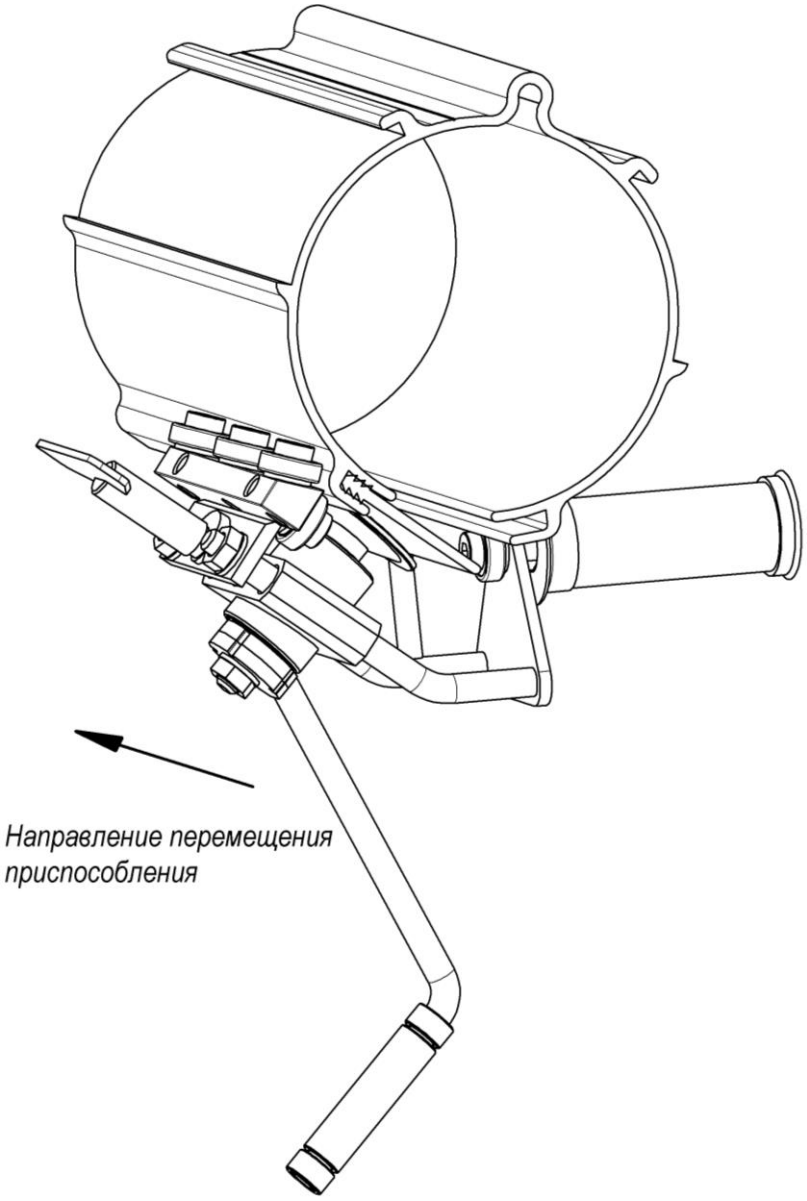

Рисунок 2
5.6 Вращая рукояткой закатывающий ролик, перемещать приспособление вдоль рельса-воздуховода и запрессовывать уплотнение в паз (рисунок 2, 3). Аналогично запрессовать уплотнение во второй паз.